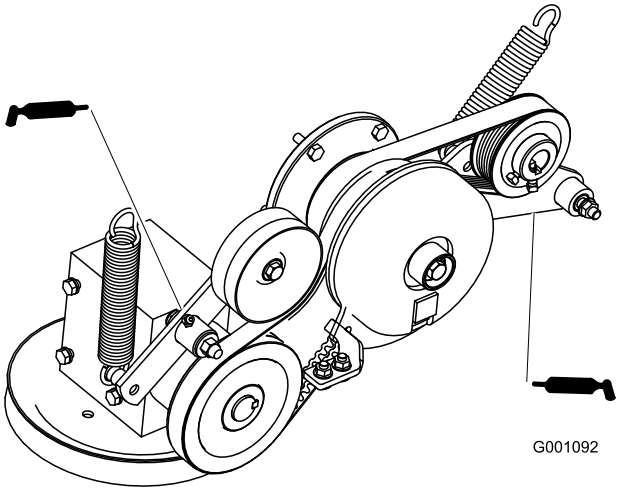

Figur 26
6. Smør drivremmens styrearm på kraftudtaget (Figur 26).
7. Smør pumperemmens styrearm (Figur 26).